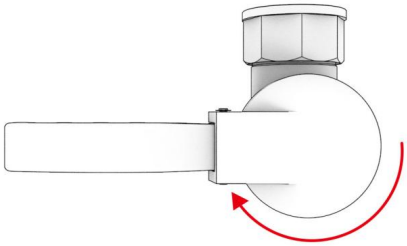

Рис. 4.1
9.9.1 Поднимите ручку и поверните в соответствии с направлением (см. Рис. 4.1), указанным стрелкой (при плохой смазке и сопротивлении вращению, пожалуйста, опустите кран на минуту в горячую воду и осторожно откройте).